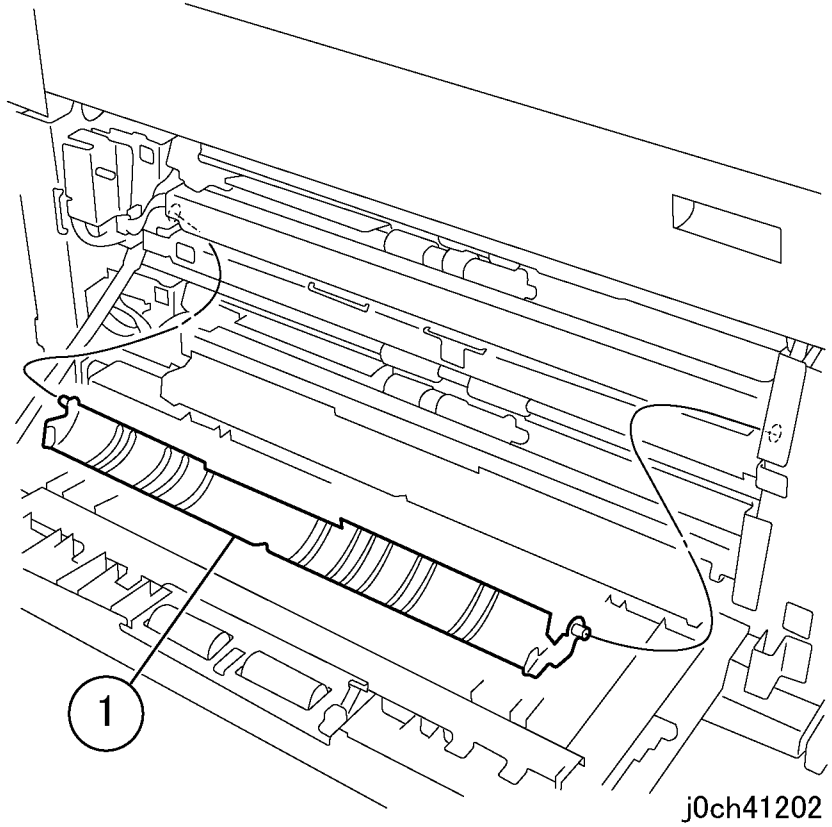

Рисунок 2 Снятие желоба подачи **(j0ch41202)**
5. Снимите желоб подачи (рисунок 2).